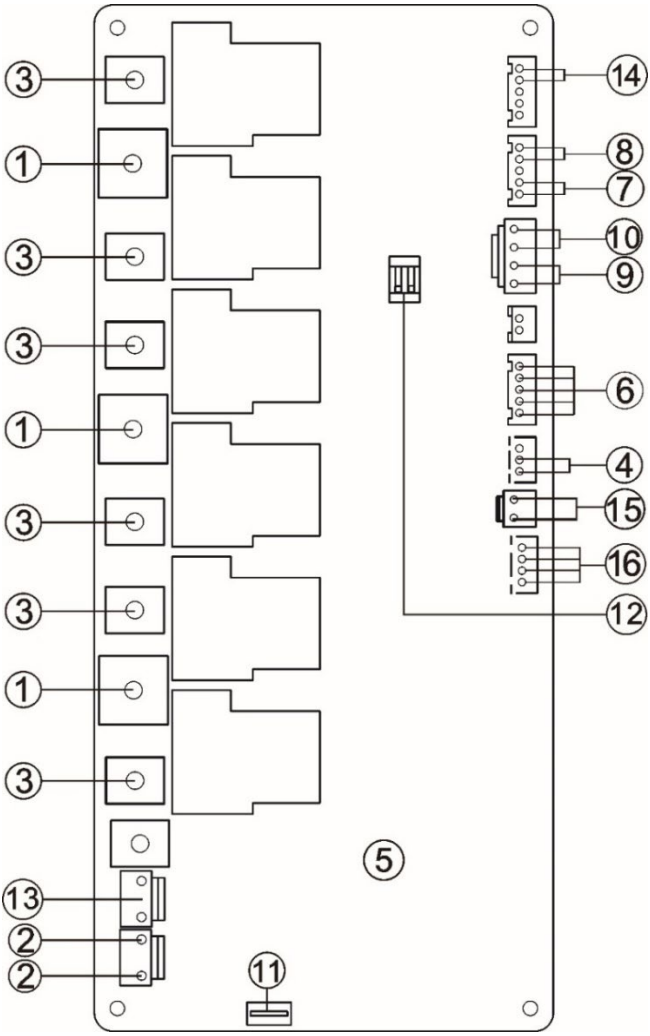

Рис. 25. Электрическая схема основной платы управления
2. Подключите кабель проводного термостата к разъёму № 15 на плате управления котла (см. Рис.25).
Пояснение к Рис. 25